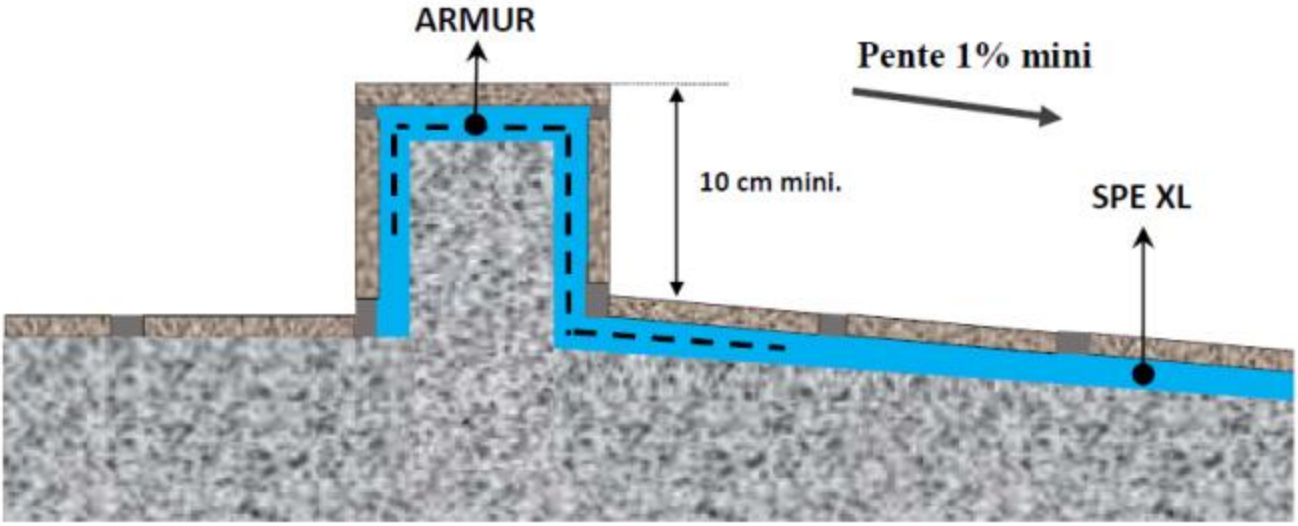

Figure 5 – Seuil avec relevé
- Un seuil sur une hauteur de 10 cm au-dessus du niveau fini circulé : ce seuil doit être revêtu par des relevés en SPE XL dont la première couche doit être renforcée avec ARMUR (figure 5).